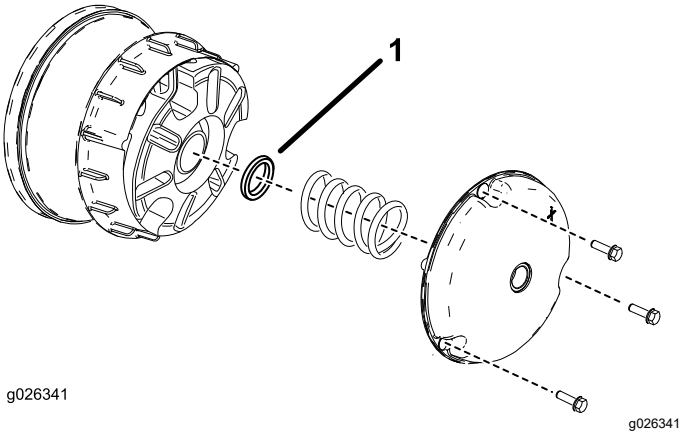

**Figur 64**
2. Fjern boltene som fester dekselet til primærclutchen, som vist i Figur 64.